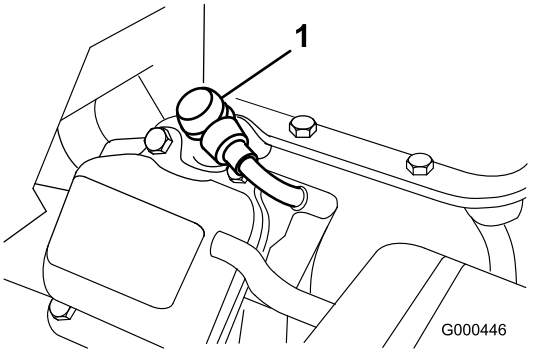

Figure 29
1. Débranchez la bougie (Figure 29).